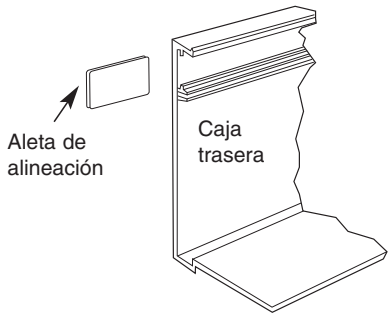

Fig. 5
8. Monte los calefactores contra la pared mediante tornillos, pernos o anclajes (a suministrar por el instalador) que sean adecuados para la construcción de la pared. Pueden insertarse aletas de alineación en gabinetes traseros adyacentes, para asegurar una alineación uniforme. Vea los detalles en la Fig. 5.